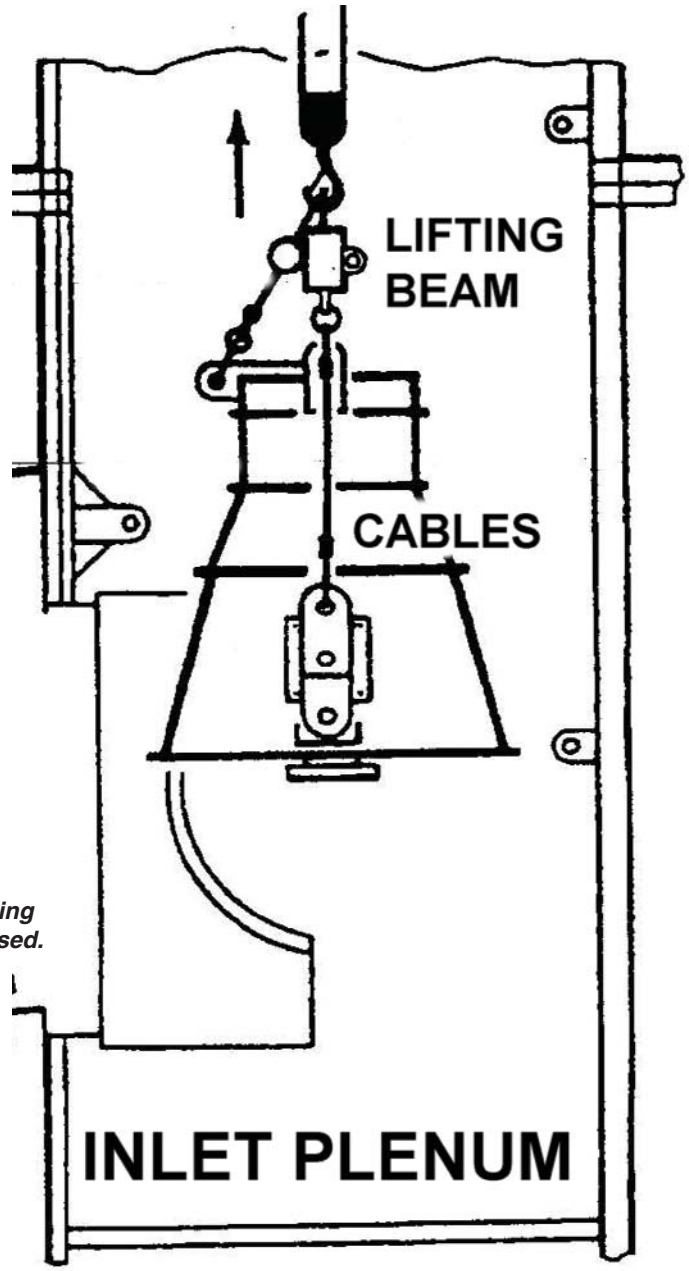

Figure 4. Cables between the lifting beam and free turbine must be used.
5. During the installation of the new gas generator, the cables between the lifting beam and the brackets on the front of the gas generator were not used. The lifting beam was shackled directly to the brackets allowing for more direct control of the engine's movement and reducing the complexity of the chain fall evolution. Removing these lengths of cable also reduced the tendency of the gas generator to sway during its vertical travel in the plenum chamber due to tidal surge and wakes in the harbor. It is important to note however, that these cables must be used below the lifting beam when moving the power turbine since it must be lifted with primary support from the bottom lifting brackets as shown in Figure 4.